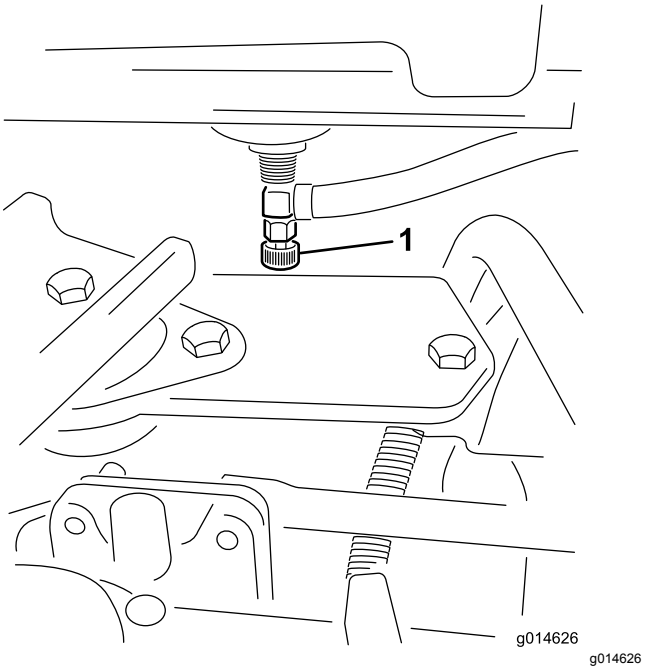

Figur 42
1. Lukk drivstoffavstengingsventilen (Figur 42) under drivstofftanken.